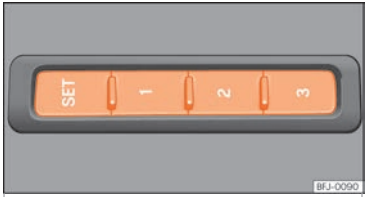

Fig. 122 On the outer side of the driver's seat: memory buttons.
- Press **SET** for longer than 1 second ››› Fig. 122.
- Press and hold the **SET** button ››› Fig. 122.